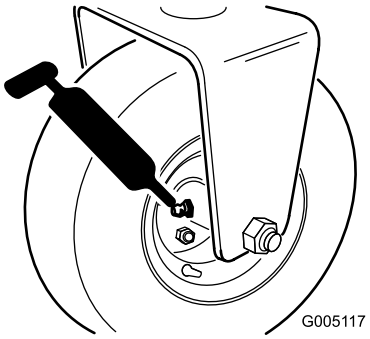

Figur 35
- Bakre valsenavenhet, eller bakre hjulvalseclutcher og eksternt kulelager (1) hvis utstyrt med trehjulsdriftsett (Figur 35)